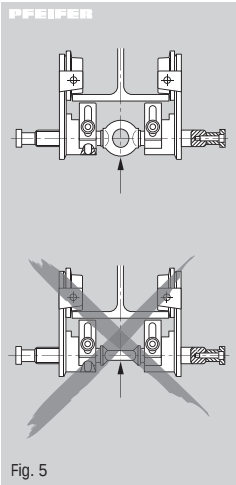

Fig. 5
- After the running gear width is set, the eye of the cross bar (Fig. 5) must be as shown relative to the beam. Now the support hook of a hoist can be inserted into the eye. The weight of the hoist will automatically retain the adjustment of the running gear.
- Incorrect attachment or loading of the cross bar with the horizontal section is not permitted (Fig. 5).